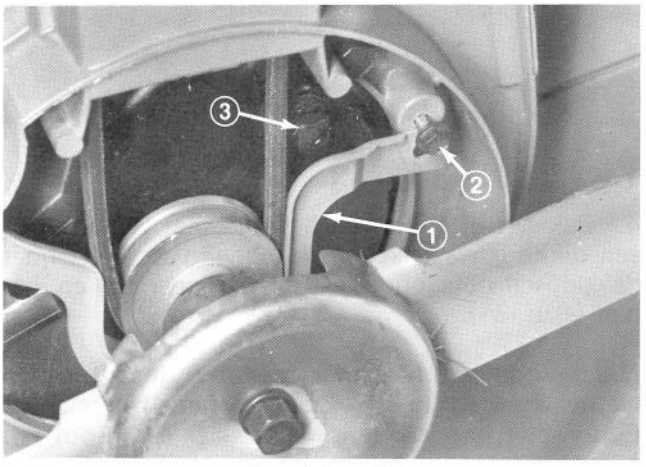

Afbeelding 28
2. Zet maaier op de rechterzijde (Afb. 28). Maak de bevestigingskopbout van de riemgeleider los en houd de geleider bij de olieaftapplug vandaan.